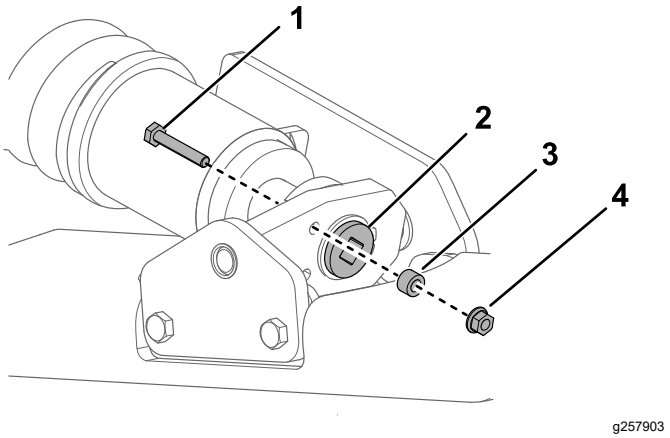

**Figur 57**
4. Ta bort låsbulten, distansbrickan och muttern (Figur 57).
6. Rikta den närmaste skåran i spänningsskruven mot låsbultens hål, och säkra skruven med låsbulten och muttern (Figur 57).
7. Ta bort låsbulten, distansbrickan och muttern (Figur 57).
8. Använd en ½-tums hylsnyckel och lossa drivspänningen genom att vrida spännskruven medurs (Figur 57 och Figur 61).